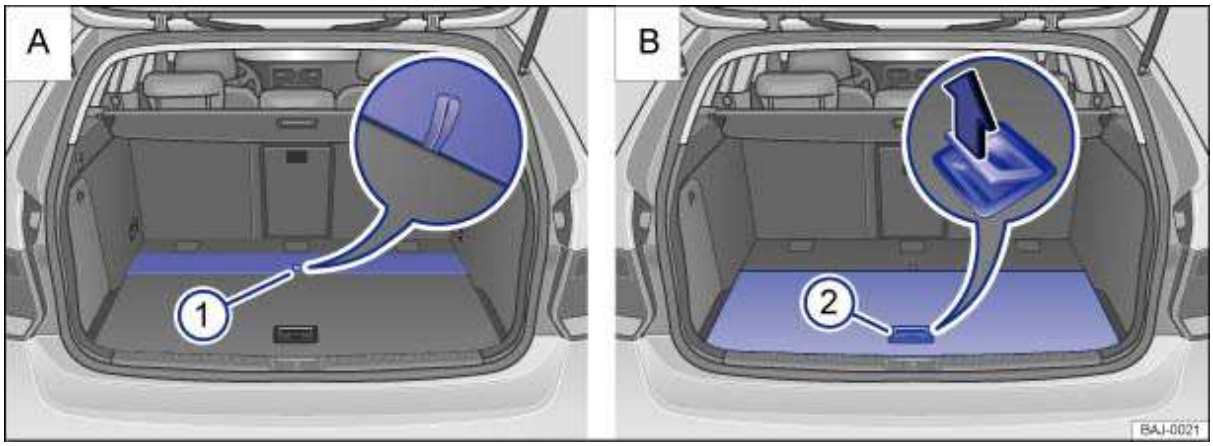

Fig. 100 In the luggage compartment: Opening luggage compartment floor.
- To *open* the luggage compartment floor, lift it by the loop ⇒ fig. 100 (A) (1). Hold the luggage compartment floor in this position.